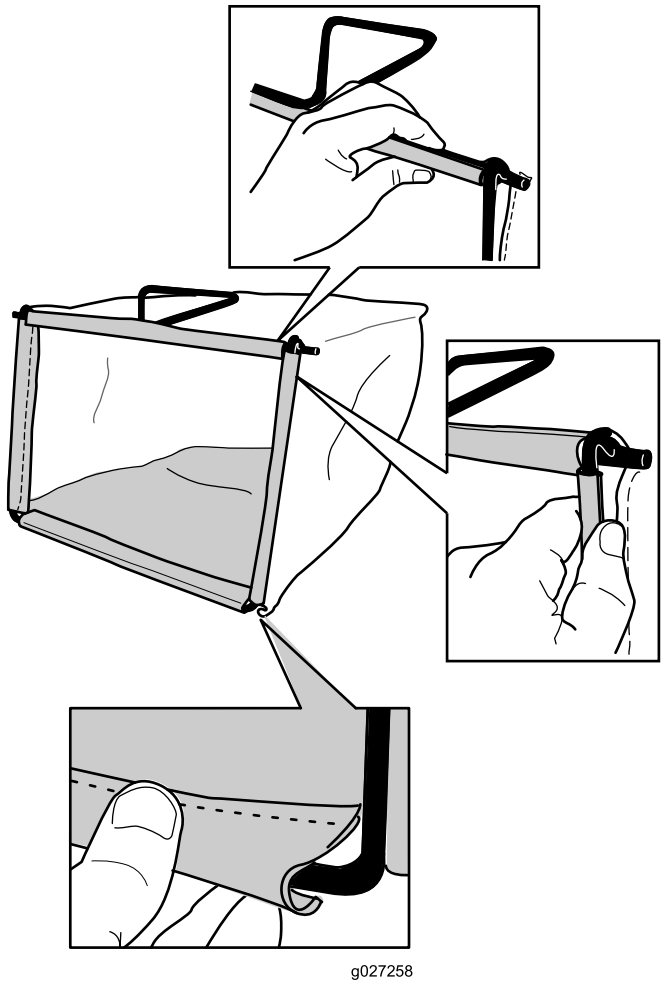

Bild 12
2. Haken Sie den unteren Kanal des Grasfangkorbs an der Unterseite des Rahmens ein (Bild 12).
3. Haken Sie die oberen und seitlichen Kanäle des Grasfangkorbs an der Oberseite und der Seite des Rahmens ein (Bild 12).